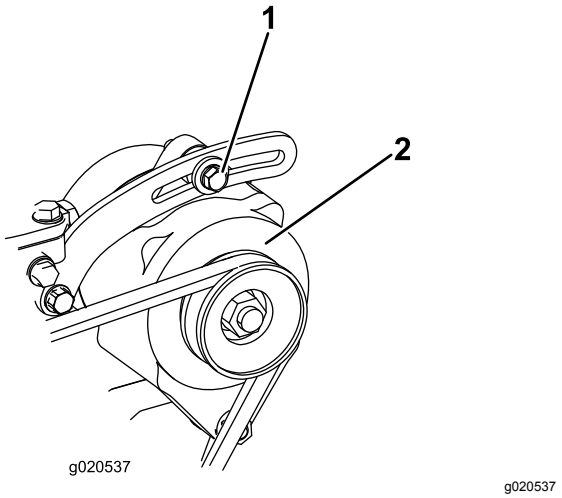

**Figur 99**
1. Hvis du ikke kan trykke den ned 10 mm, løsner du monteringsboltene for generatoren (Figur 99).